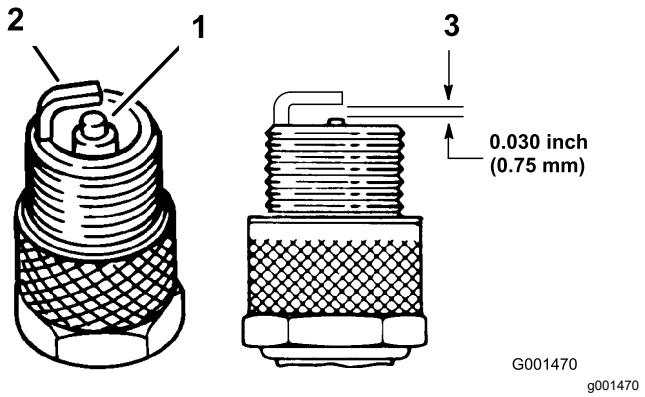

Figur 41
4. Kontrollera att inte sidoelektroden, mittelektroden och mittelektrodsisolatorn är skadade (Figur 41).
5. Kontrollera att luftgapet mellan mitt- och sidoelektroderna är 0,762 mm. Se Figur 41.